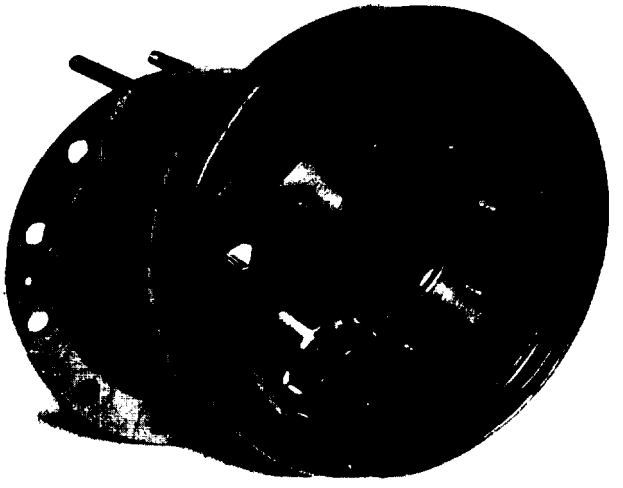

Figure 5-90. Drive Axle Shaft Removal
i. Remove drive axle shaft as shown in figure 5-90, by striking splined end with a rawhide mallet until shaft is driven out.